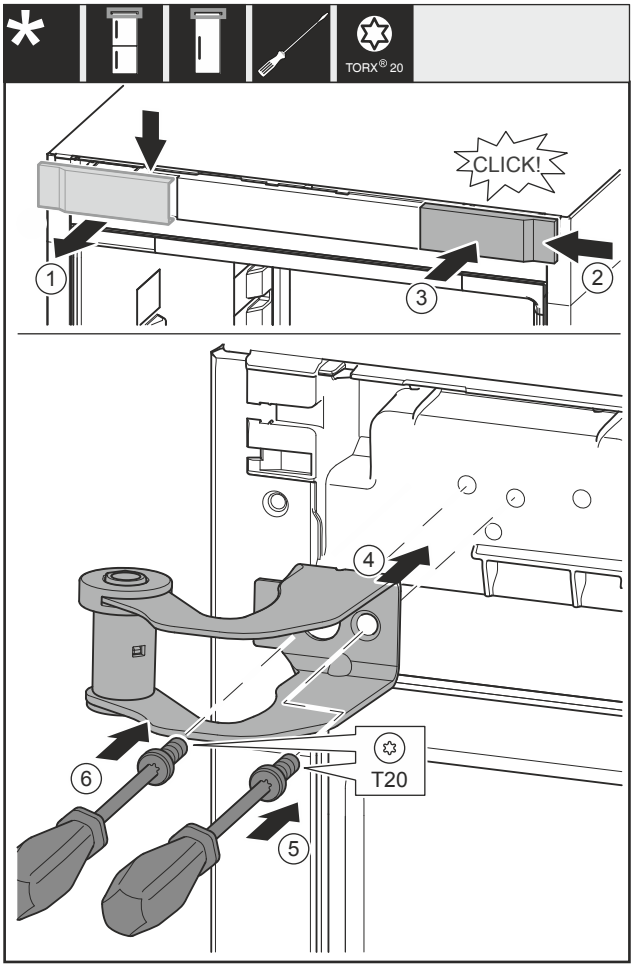

Fig. 14
- ▶ Abdeckung *Fig. 14 (1)* von oben nach vorne abnehmen.
- ▶ Abdeckung *Fig. 14 (2)* um 180° gedreht auf der anderen Seite von rechts einhängen.
- ▶ Abdeckung *Fig. 14 (3)* einrasten.
- ▶ Oberen Lagerbock *Fig. 14 (4)* ansetzen.
- ▶ Schraube *Fig. 14 (5)* festdrehen.
- ▶ Schraube *Fig. 14 (6)* festdrehen.